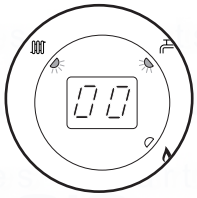

Fig. 105
7. The display will show '00', indicating maximum rate, then revert to 'P ' alternating with the current boiler temperature (Figs 105, 106 & 107).